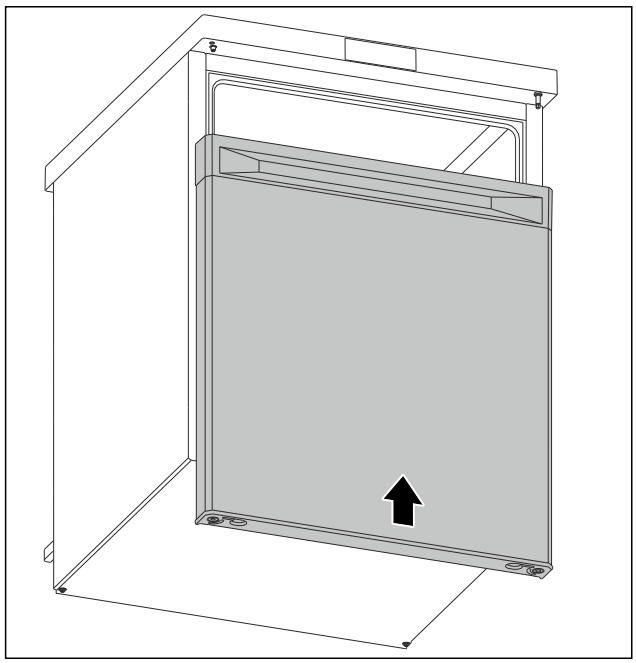

Fig. 15
▶ Împingeți ușa în stare închisă pe bolțul superior. (vezi Fig. 15)